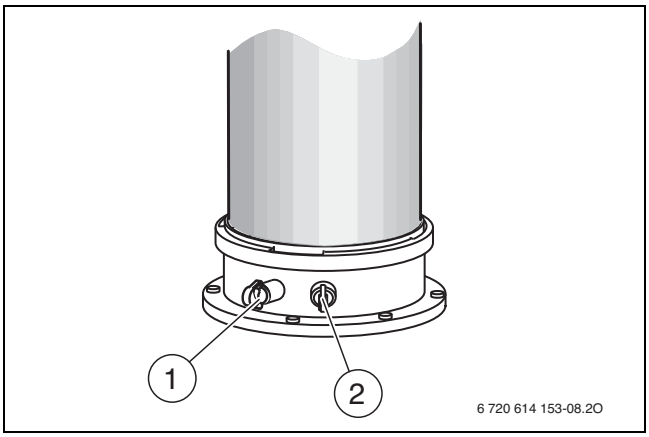

Fig. 41 Ponto de medição de gases queimados e ponto de medição do ar de combustão
- ▶ Remover o tampão no bocal de medição do ar de combustão (→ fig. 41, [2]).
- ▶ Remover tampão no ponto de medição de gases queimados (→ fig. 41, [1]).